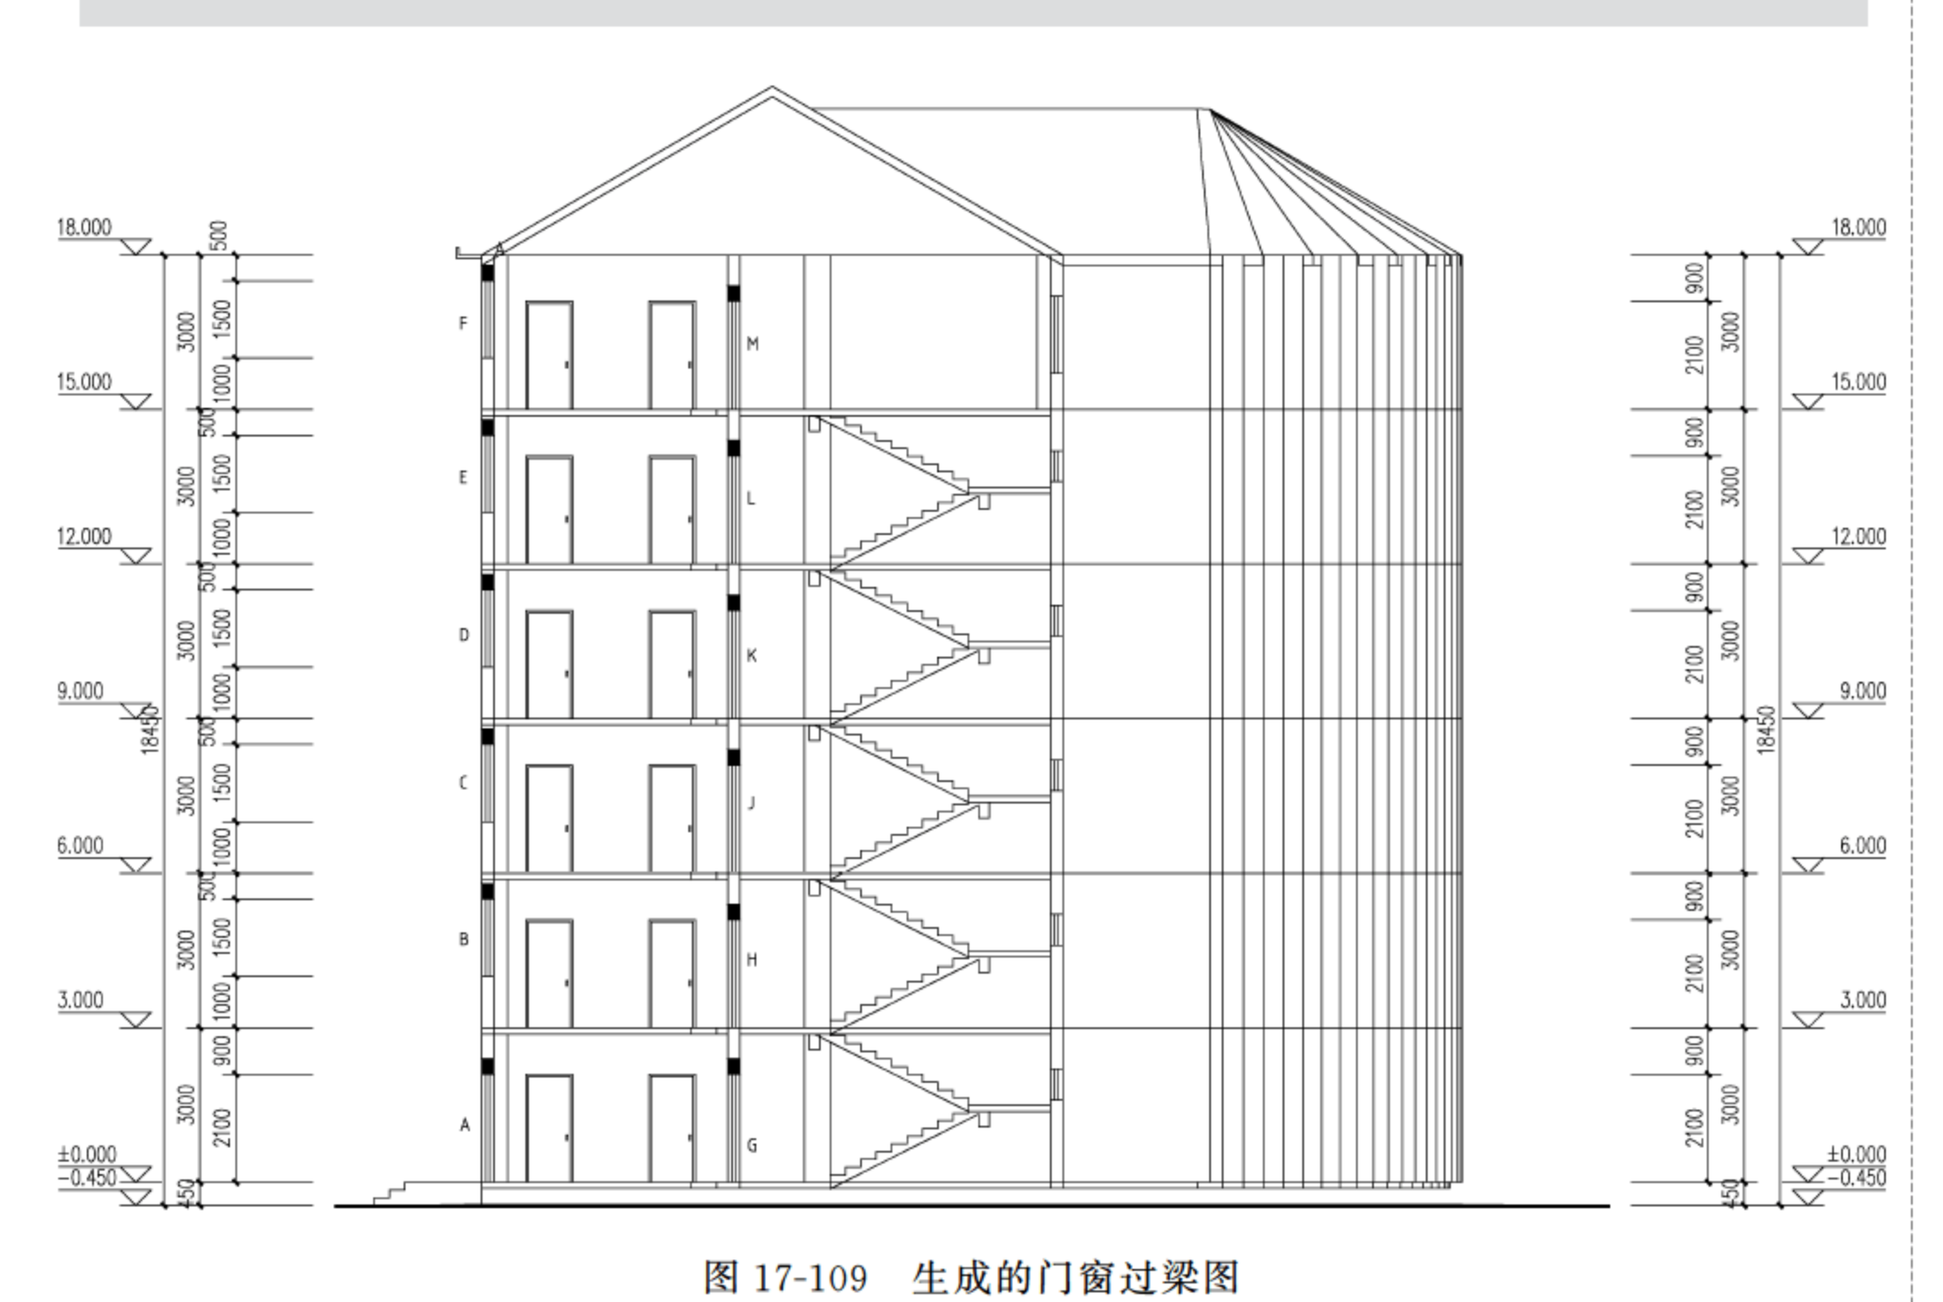

图 17-109　生成的门窗过梁图
(1) 打开需要生成门窗过梁的剖面图，如图 17-109 所示，生成窗上过梁，单击菜单中的“剖面”→“门窗过梁”命令，命令行提示如下。
生成的剖面门窗过梁如图 17-109 所示。